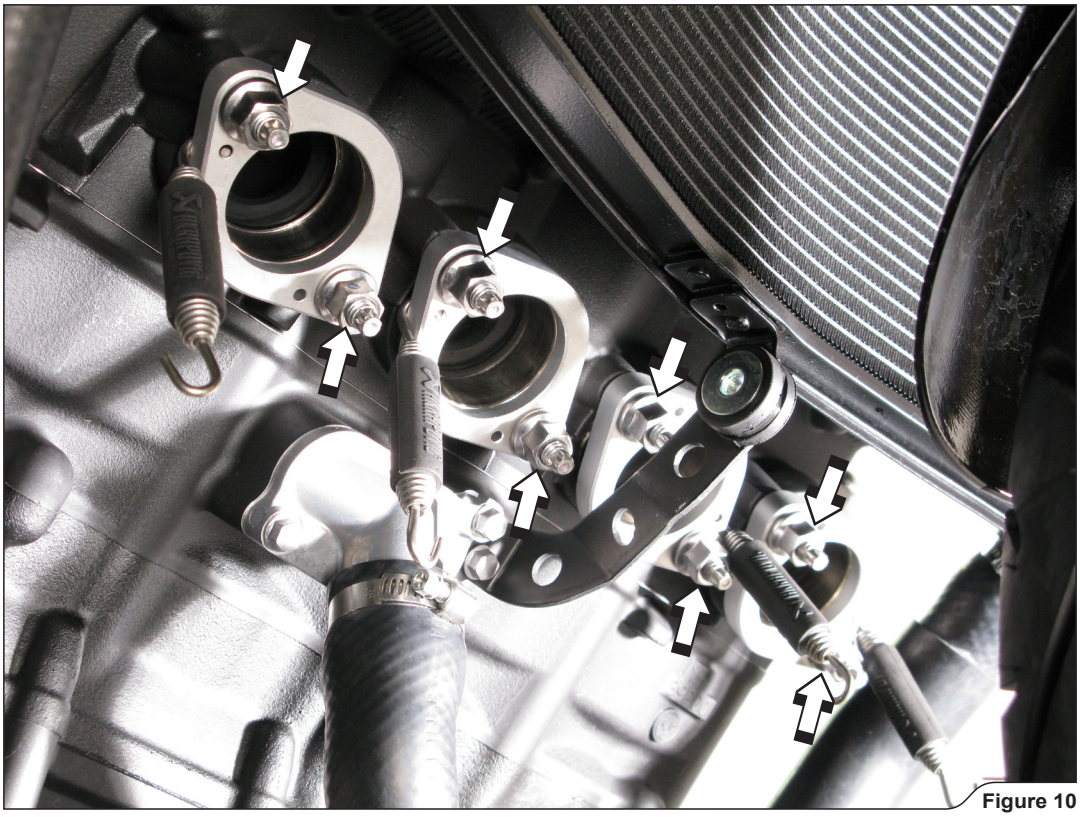

Figure 10
2. **For Akrapovič Racing only:** hand tighten the assembled sleeves, flanges and springs onto the motorcycle **(Figure 10).**